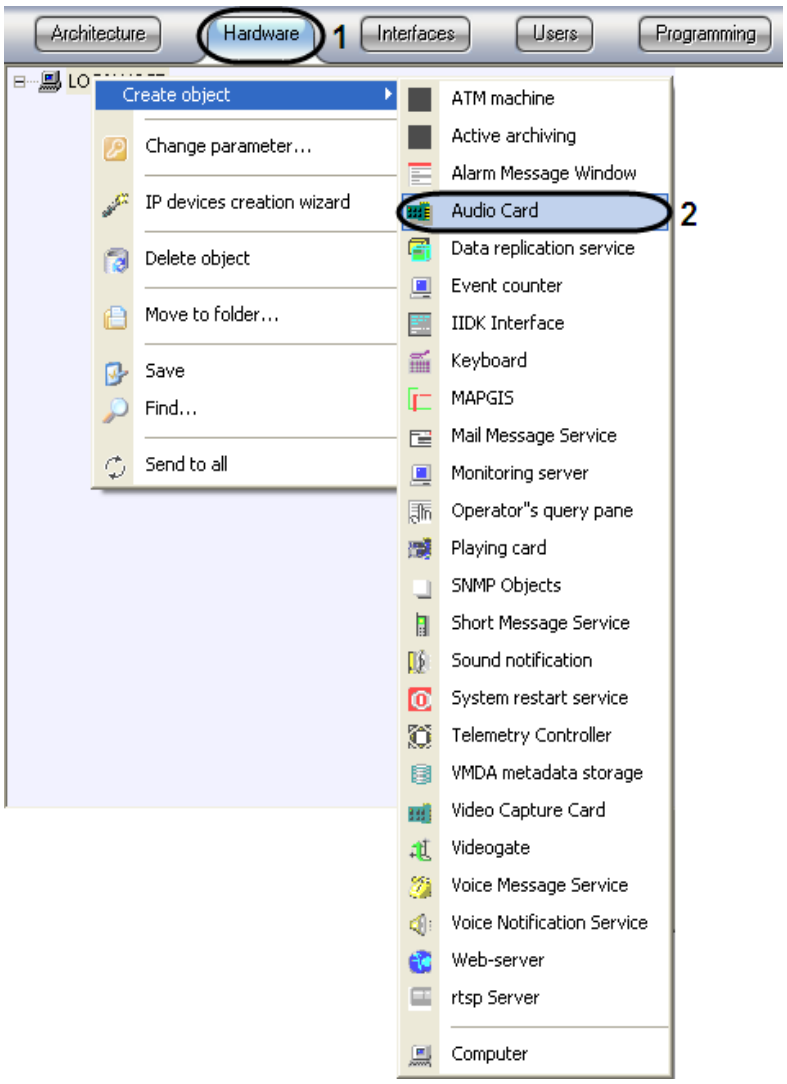

Figure 3.1—12 Context menu of the Computer object
2. Select **Create object** -> **Audio card** in the context menu of the **Computer** object (Figure 3.1—12, 2).
As a result the basic settings toolbar is displayed (Figure 3.1—13).